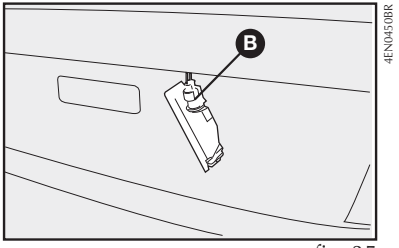

fig. 35
2) retirar a lâmpada **B-fig. 35** de sua sede empurrando-a e girando-a no sentido anti-horário.